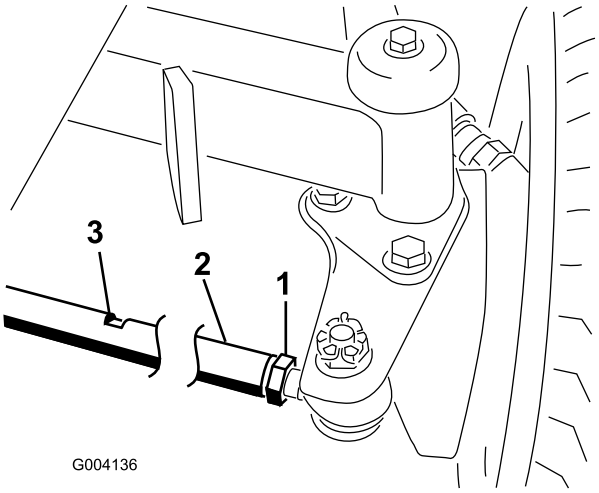

Figuur 63
2. Draai de contramoeren aan de uiteinden van de trommel van de tractiestang los (Figuur 63).